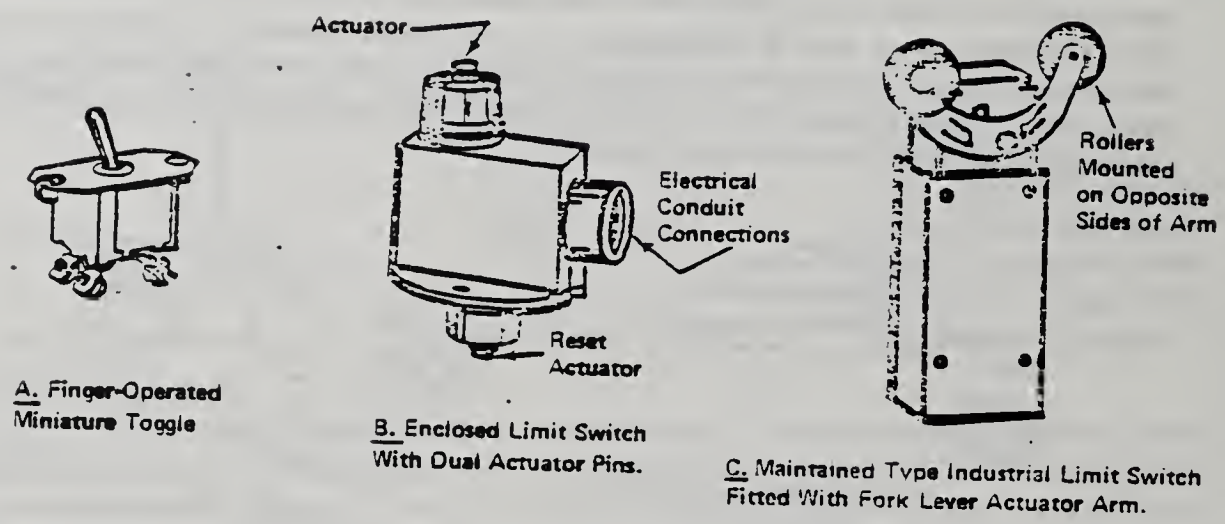

FIGURE 1-17. Examples of Switches Having "Maintained" or "Toggle-Type" Action.
G. SPDT contacts on a maintained type (no spring) switch as in Figure 1-17, Part B. A solid triangle on both sides of the arm indicates it must be actuated in both directions. There is no N.O. or N.C. marking on its terminals because it has no "normal" condition.
Figure 1-17. Several types of "toggle" or "maintained" action switches are available for electrical control of fluid power. Part A shows a miniature switch designed for finger operation, usually to be